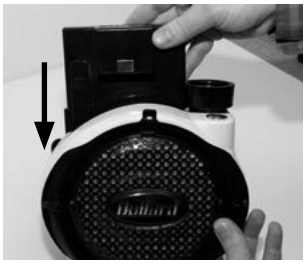

図4
- 所定の位置に完全に入ると、バッテリータブがカチッと音を立てます。(図4を参照)